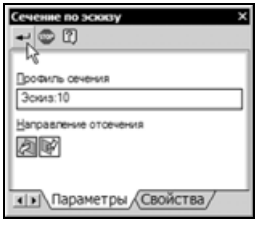

Рис. 5.74
- Убедитесь, что на панели свойств **Сечение по эскизу** установлено **Прямое** направление сечения и нажмите **Создать объект** (рис. 5.74).